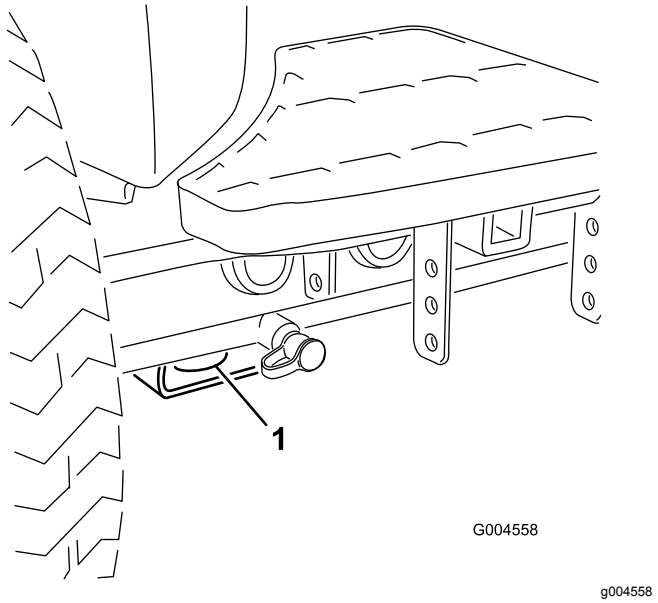

Figur 23
- **Foran på maskinen** – hullet i den rektangulære platen, under akselrøret, innenfor hvert forhjul (Figur 23).